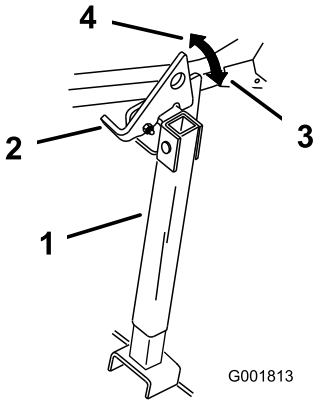

Figur 40
2. Løft klinken til ulåst position (Figur 40).